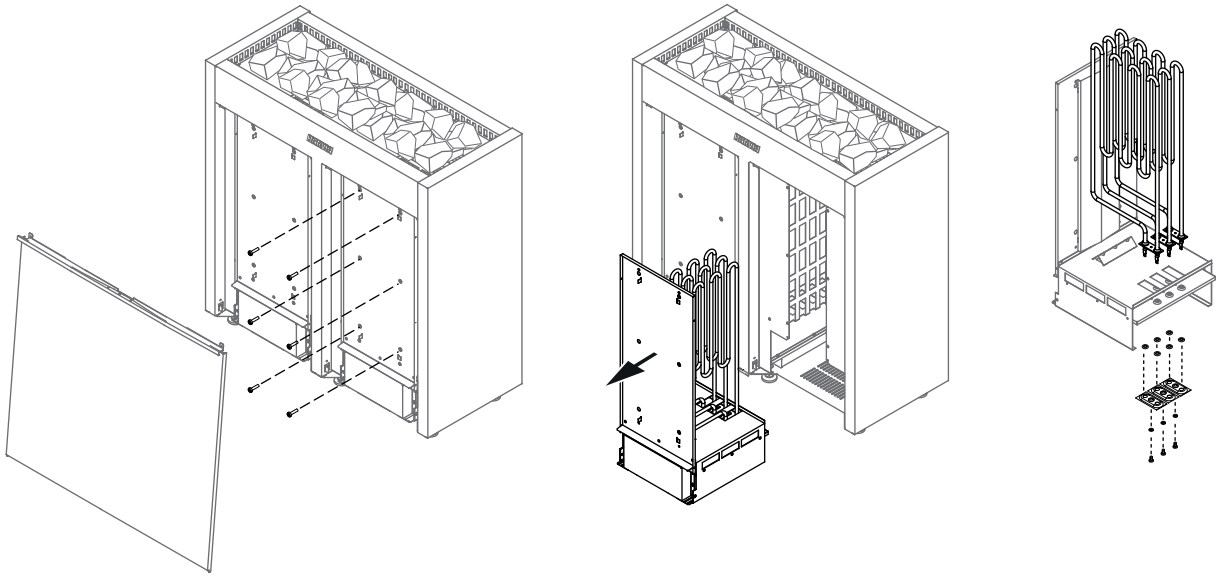

Рисунок 5.
- Каменка гибким проводом подсоединяется к соединительной коробке (рис. 5:3) на стене сауны. Соединительная коробка должна быть брызгозащищенной и находиться на расстоянии не выше 500 мм от пола.
- В качестве кабеля (рис. 5:2) следует использовать резиновый кабель типа H07RN-F или подобный. **ВНИМАНИЕ! Использование кабеля с ПВХ-изоляцией запрещено вследствие его разрушения под воздействием тепла.**
См. рис. 5.